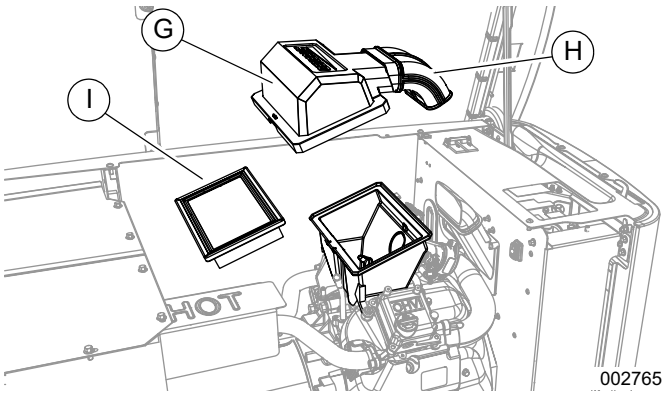

Figure 6. Removing the Airbox Cover (500/1000 Series)
1. See ***Figure 6***. Remove airbox cover (G), intake elbow (H), and air filter (I).